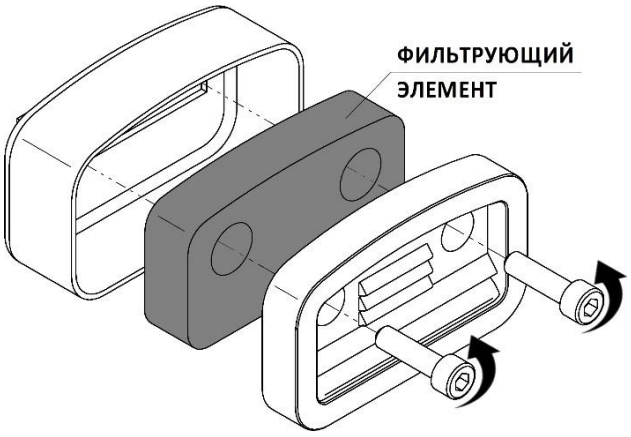

Рисунок 14
- Снимите крышку воздушного фильтра (рисунок 14), вывернув винты;